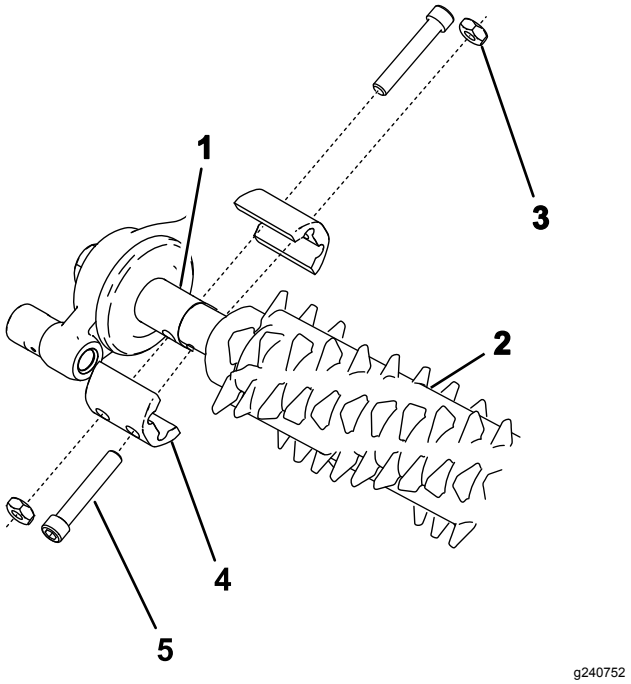

Figura 15
2. Alinee el conjunto de groomer con los ejes de transmisión de la caja de transmisión del groomer y del brazo libre (Figura 15).
3. Fije el groomer a la máquina, tal y como se muestra en la Figura 15 con 4 pernos (¼" x 1½"), 4 contratuercas y 4 abrazaderas del eje.